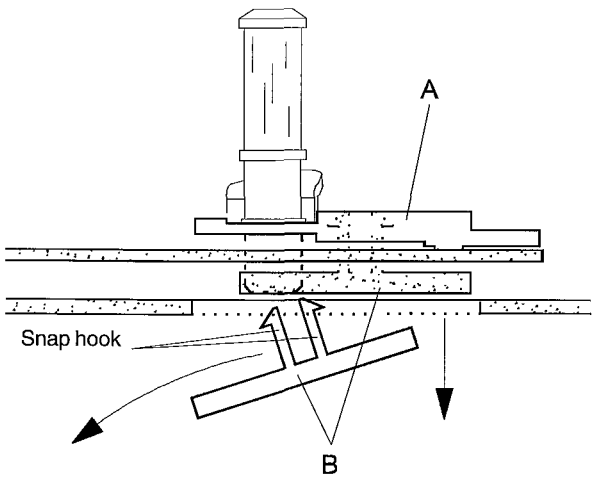

Fig DM 9
- Compress the two snap hooks with a pair of tweezers (fig. DM 9) and remove the roller assembly (A) from the plate (B).